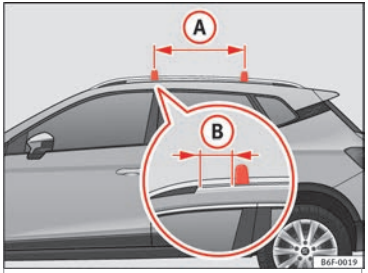

Fig. 170 Attachment points for the roof railings for the roof carrier system.
The crossbars are assembled on the roof railings. The distance between cross bars ››› Fig. 170 (A) should be 75 cm and the distance between the cross bars and the brackets of the roof railings (B) should be 5 cm.